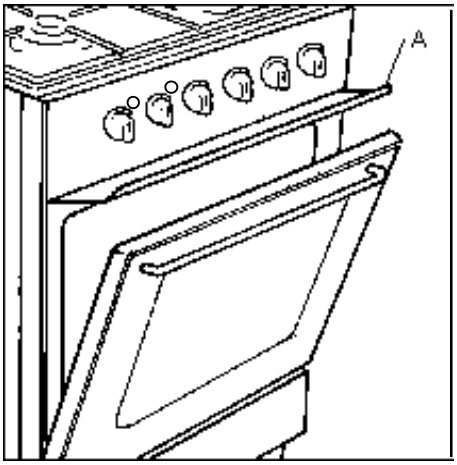

fig. 2
⚠ **Les parties accessibles de la cuisinière peuvent être chaudes lors de l'utilisation du gril. Eloignez les jeunes enfants. L'utilisation du gril se fait avec la porte entrouverte avec le déflecteur « A » mis en place (fig. 2). Évitez le contact avec les éléments chauffants se trouvant dans le four.**
- **Installez le déflecteur (fig. 2).**